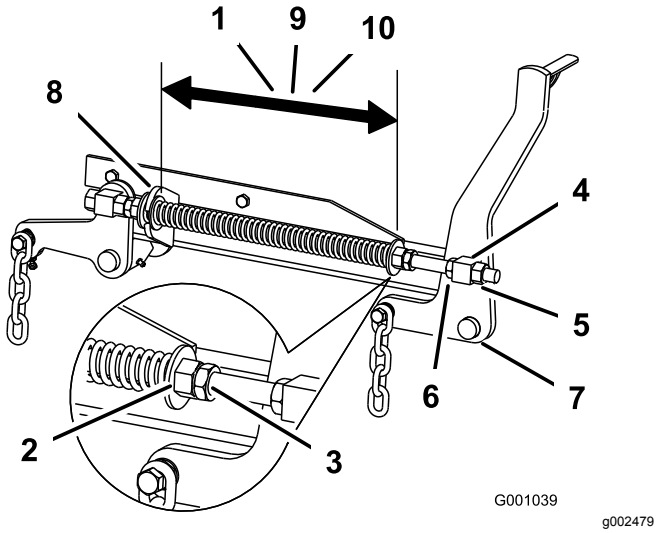

Rysunek 100
2. Sprawdź odległość pomiędzy dwiema dużymi podkładkami. Musi ona wynosić 28,2 cm dla kosiarek o szerokości podwozia 130 cm i 26,7 cm dla kosiarek o szerokości podwozia 150 cm lub 29,2 cm dla kosiarek o szerokości podwozia 180cm (Rysunek 100).
3. Wyreguluj odległość, odkręcając przeciwnakrętkę sprężyny z przodu każdej sprężyny (Rysunek 100).
4. Zablokuj nakrętkę, dokręcając przeciwnakrętkę sprężyny (Rysunek 100).